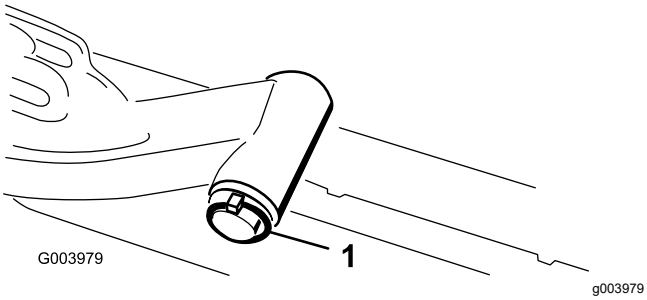

Figur 11
1. Fjern den ringstift og skive, der fastgør løftearmens drejeaksel til løftearmen, og skub løftearmens drejeaksel ud af løftearmen (Figur 11).
3. Sæt løftearmens aksel ind i løftearmen, og fastgør den med skiven og ringstiften (Figur 11).